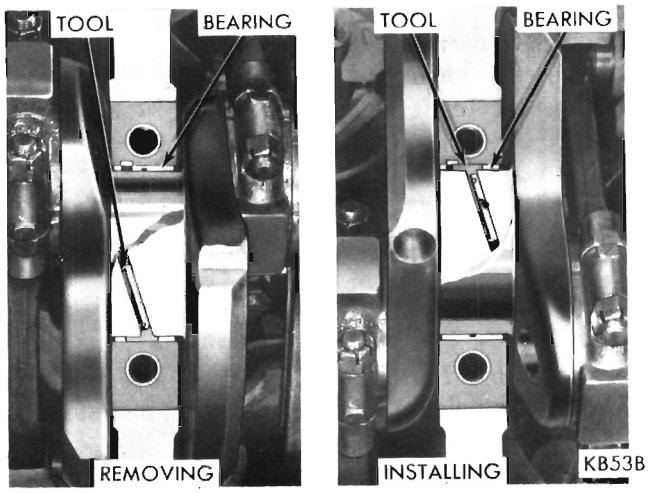

Fig. 51—Removing or Installing Upper Main Bearing
(1) Remove oil pan and identify bearing caps before removal.
(2) Remove bearing caps one at a time. Remove upper half of bearing by inserting Tool C-3059 (Fig. 51) into oil hole of crankshaft.
(3) Slowly rotate crankshaft clockwise, forcing out upper half of bearing.
(1) Start bearing in place, and insert Tool C-3059 into oil hole of crankshaft (Fig. 51).
(2) Slowly rotate crankshaft counter-clockwise sliding the bearing into position. Remove Tool C-3059.